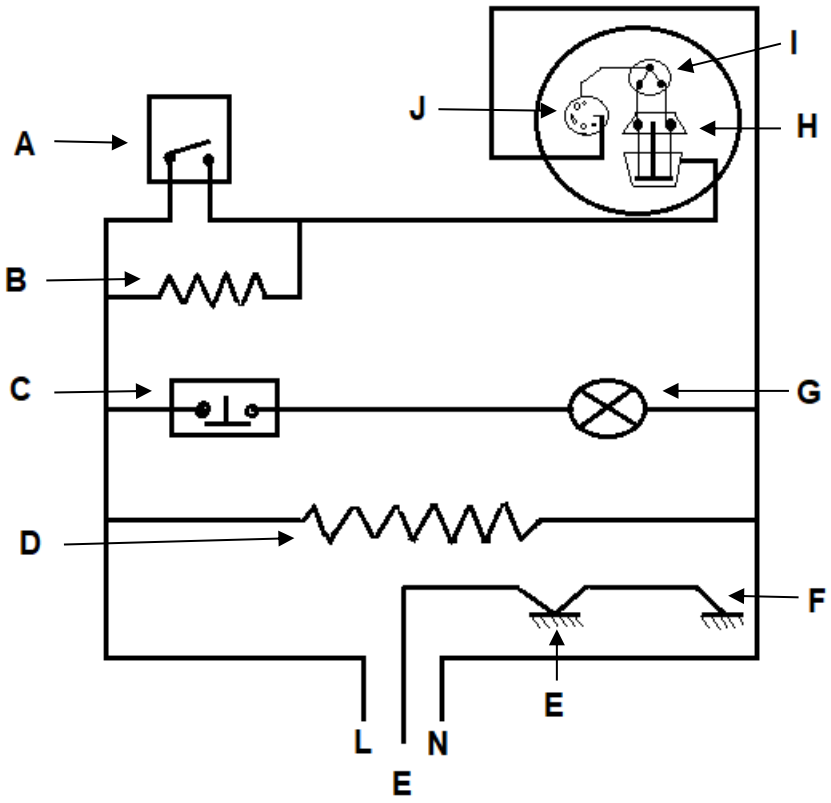

FIGURE 1
4.3 FIGURE 1 below shows a diagram of the parts of a refrigerator-freezer combination.
4.3.1 Label the parts (A–J) of the diagram in FIGURE 1. (10)